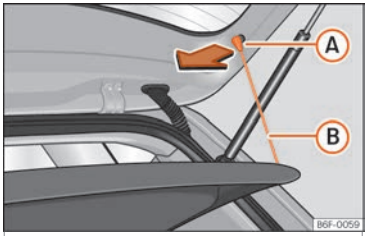

Fig. 121 En el maletero: desmontar y montar la bandeja.
- Desenganche los tirantes de sujeción ››› **fig. 121** Ⓑ de los alojamientos Ⓐ.
- Enganche los tirantes de sujeción ››› **fig. 121** Ⓑ en el portón trasero.